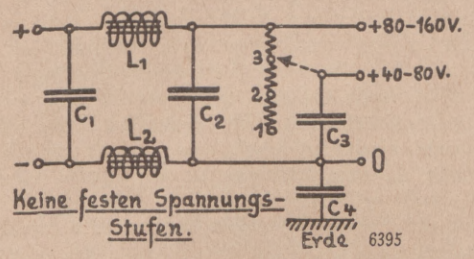

Abb. 5. Spannungsregulierung mit Belastungswiderstand.
a) Die Verwendung von Belastungswiderständen nach Abb. 5 ermöglicht zwar die Erzeugung